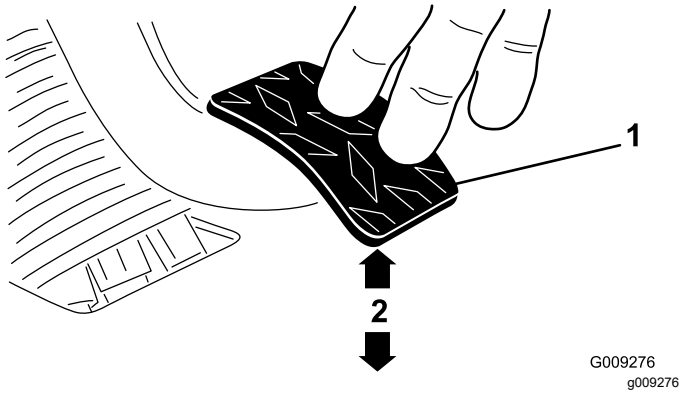

Figur 62
3. Juster kontramøtrikkerne eller kugleleddet, indtil bagsiden af koblingspedalens bagkant befinder sig 9,2 til 9,8 cm fra toppen af gulvpladens diamantmønster, når du trykker på pedalen med en kraft på 1,8 kg (Figur 62).